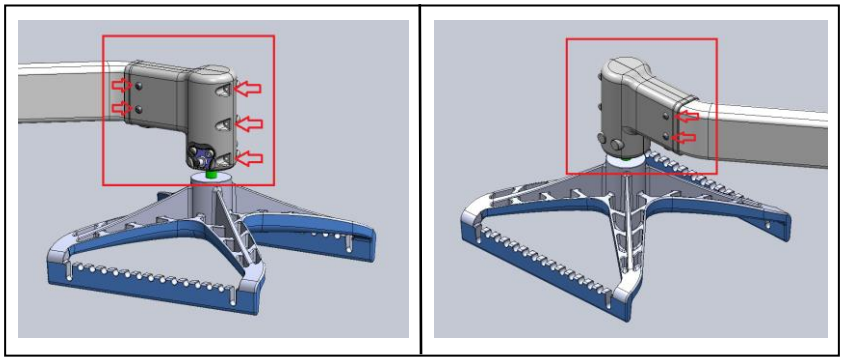

Figura 4.2: smontare le coperture del sollevatore
4.3 Smontare le coperture del sollevatore, come illustrato nella figura 4.2.